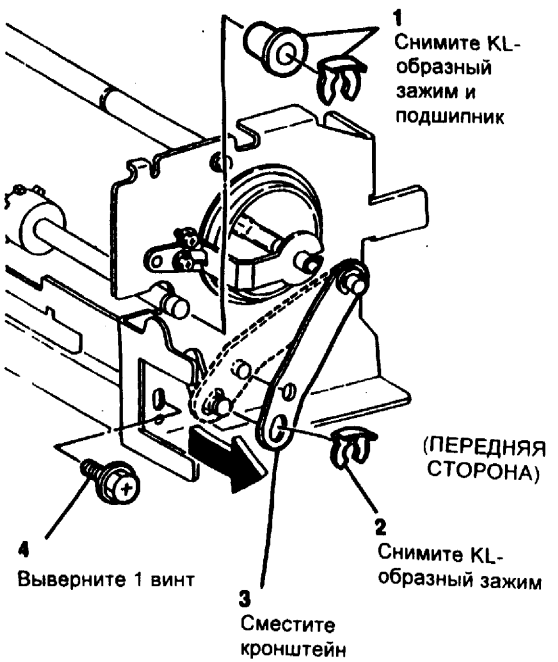

Рис. 2 Снятие деталей
8. (Рис. 2) Снимите детали с передней стороны копировального аппарата.